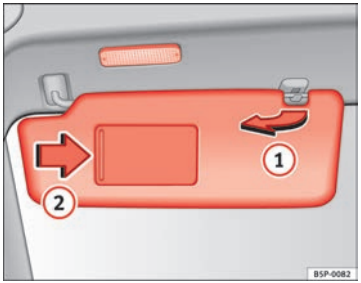

Abb. 81 Sonnenblende auf der Fahrerseite
Die Sonnenblenden für den Fahrer und Beifahrer können aus der Halterung in der Fahrzeugmitte herausgezogen und zu den Türen geschwenkt werden ⇒Abb. 81 (1).